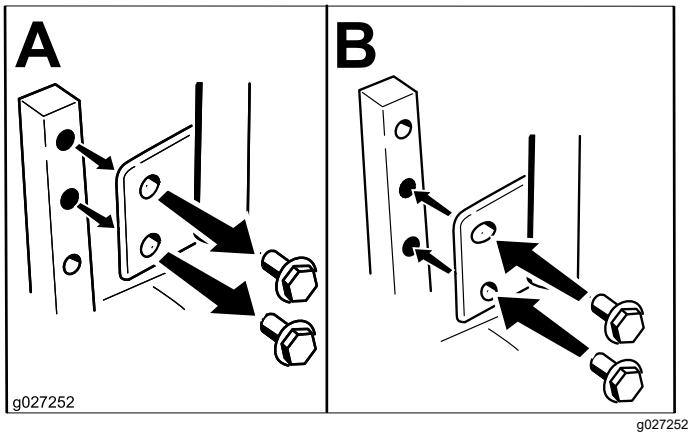

Figura 9
Las palancas de control de movimiento pueden ser ajustadas hacia arriba o hacia abajo para que su manejo sea más cómodo (Figura 9).
2. Afloje el perno inferior lo suficiente para poder desplazar hacia adelante o hacia atrás la palanca de control (Figura 9).